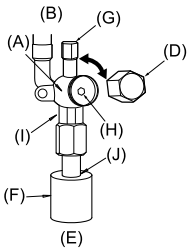

Fig. 4-6
(2) Flüssigkeitsseite von RP100-140 und Gas-/Flüssigkeitsseite von RP35-71 (Fig. 4-6)